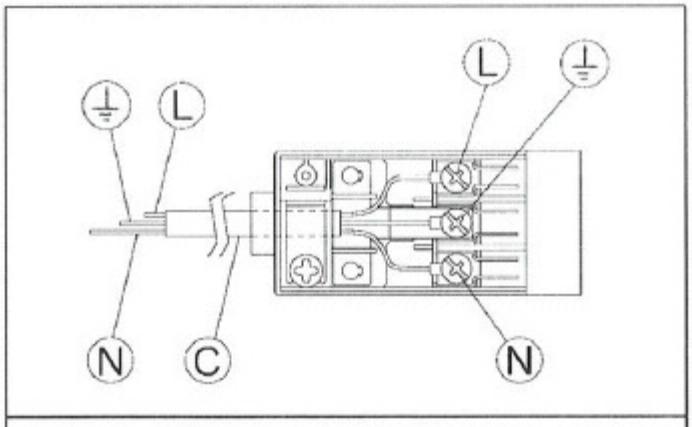

Fig. 5
- Fit the wires following Fig. 5, noting the following correspondences: